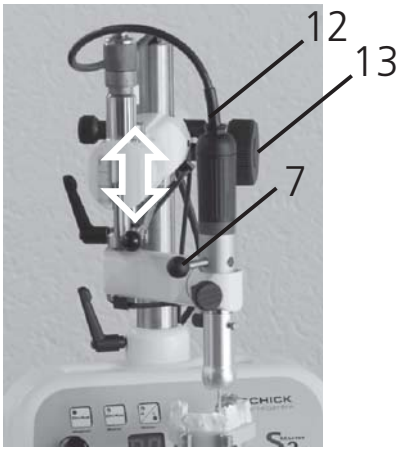

Fig. 2
La palanca tensora (7) (fig. 2) en el husillo portafresas debe estar orientada hacia la izquierda, con la pinza cerrada. Apriete el tornillo moleteado (14).